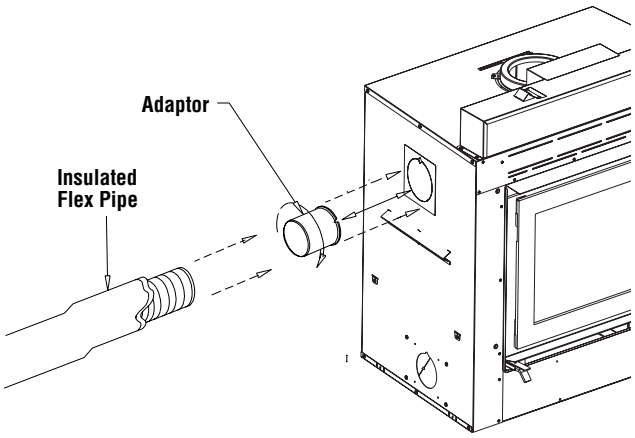

Figure 24
1. Remove the plates closing up the 8" dia. holes on top of the fireplace. Then, cut the insulation in order to obtain two 8" dia. openings. Fix the adaptors on the fireplace openings by turning clockwise (***Figures 24 and 25***).
A) Remove knock-out plate and cut insulation the adaptor at the back and/or the side of the fireplace. Fix the adaptor by twist-locking it to the fireplace. You can use more than one outlet on the fireplace *(see **Figure 24**)*.